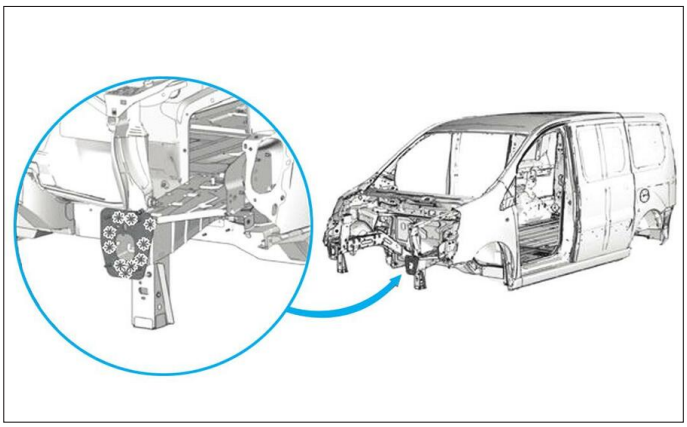

**FIG. 5**
• Fraiser les points de soudure d'embout de longeron **(Fig.5)**